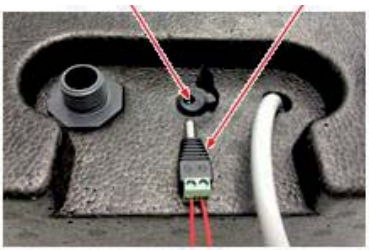

Fig. 11b
- **Digital 2**: Input from photovoltaic system. The "Green" function is enabled when a free contact is established between the jack terminals supplied fig. 11b (cable: white/green). This function exploits any overproduction of electricity and it increases the temperature of the water in the storage tank until it reaches the temperature set by the user (60°C default temperature, modifiable with SP6 parameter).